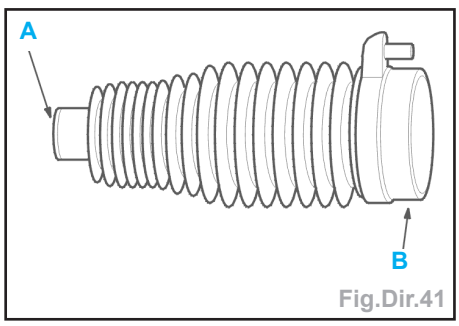

Fig.Dir.41
- les portées (A) du soufflet de crémaillère (4) (Fig.Dir.41),